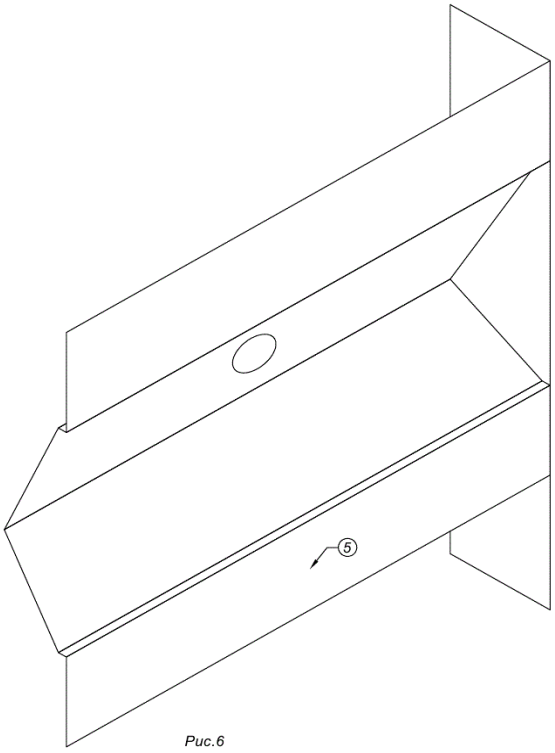

Рис.6
7.6 Крепление нижней лоб.части(рис.6) 5
7.6 Крепление нижней лоб.части(рис.6)